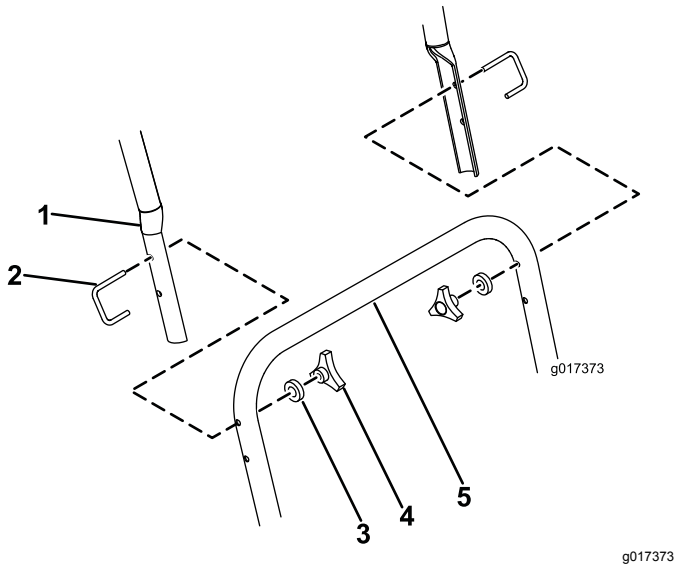

Figuur 4
5. Verbind de bovenste handgreep met de onderste handgreep door elke zijde te bevestigen met een U-bout, een M6-ring en een handwiel (Figuur 4).